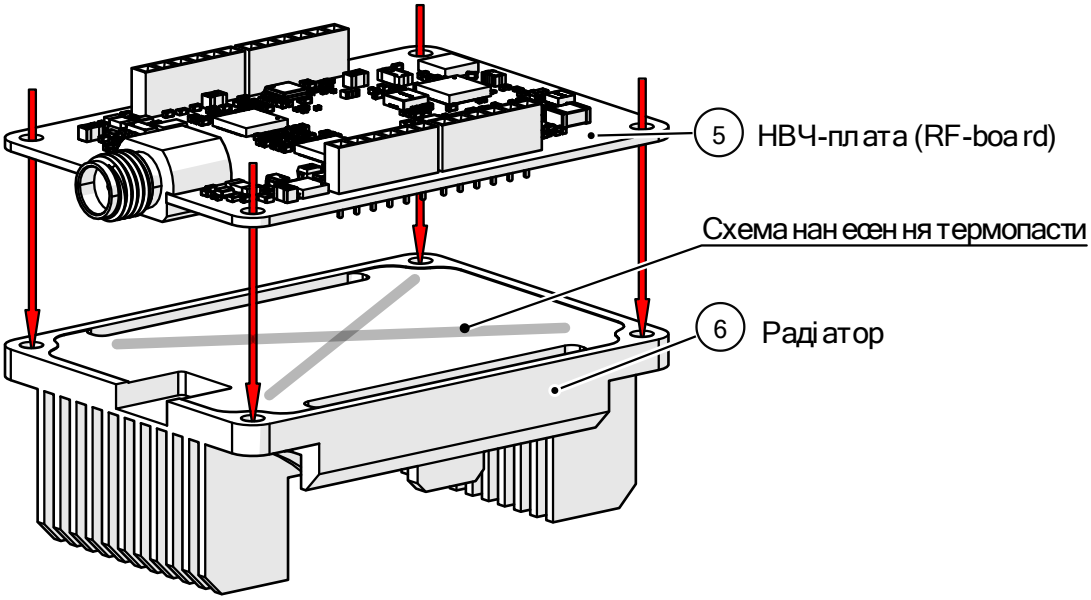

Рисунок 2
4.3. Нанести термопасту на радіатор або НВЧ-плату (Рисунок 2).